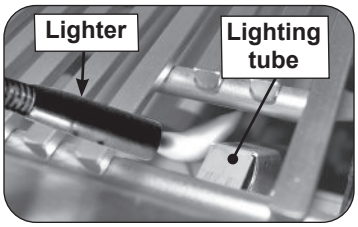

Fig. 37-2 Manual lighting via lighting tube
2. Insert either a burning long-barrel butane lighter or a burning long-stem match through the cooking grid opening to the top of the lighting tube (see Fig. 37-2). For back burners, power burners, or infrared burners, hold the flame against the surface of the back burner/ power burner/infrared burner.